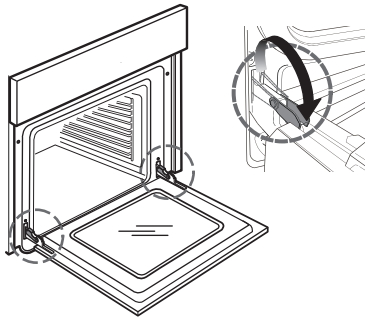

Abb. 1
2. Ziehen Sie die Schließhaken der Scharniere bis zum Anschlag nach vorne (Abb. 1).